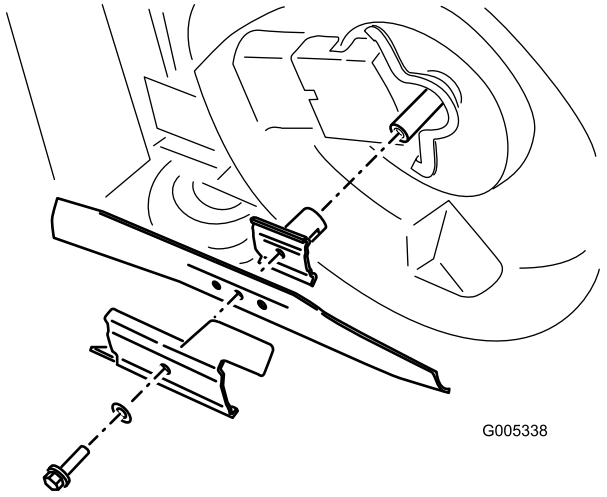

Bild 27
4. Kippen Sie den Rasenmäher seitlich (Luftfilter zeigt nach oben) (Bild 27).
Fassen Sie das Ende des Messers mit einem dicken Handschuh an oder wickeln Sie einen Lappen um das Messer. Entfernen Sie die Messerschraube, den Beschleuniger und das Messer (Bild 27).